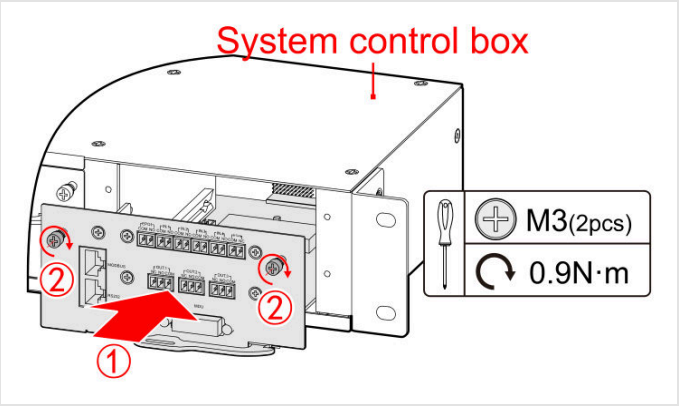

FIGURE 7-6 Fit the new card (8 lb-in / 0.9 N·m)
2. Slide the new card into its slot in the system control box and tighten the screws (8 lb-in / 0.9 N·m) (Figure 7-6).